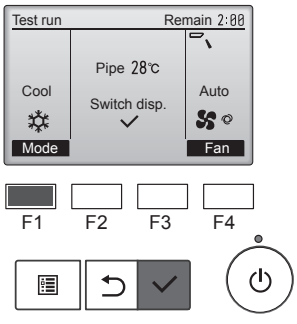

Fig. 7-3
① Tryk på knappen [F1] for at ændre driftstilstand. (Fig. 7-3)